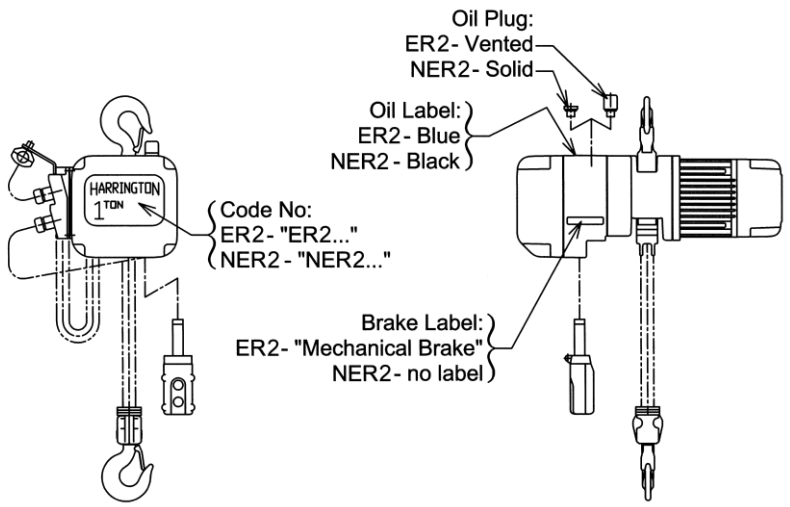

Figure 2-1 Identifying ER2 verses NER2 Models
2.1.2 ER2 and NER2 Models - Harrington ER2 series hoists are available in two versions, the ER2 and NER2. These two versions differ with the presence of a mechanical load brake as standard equipment. The ER2 has a mechanical load brake/friction clutch combination while the NER2 has a friction clutch mechanism that provides over winding protection. Refer to Figure 2-1 for the visual differences between the ER2 and NER2.